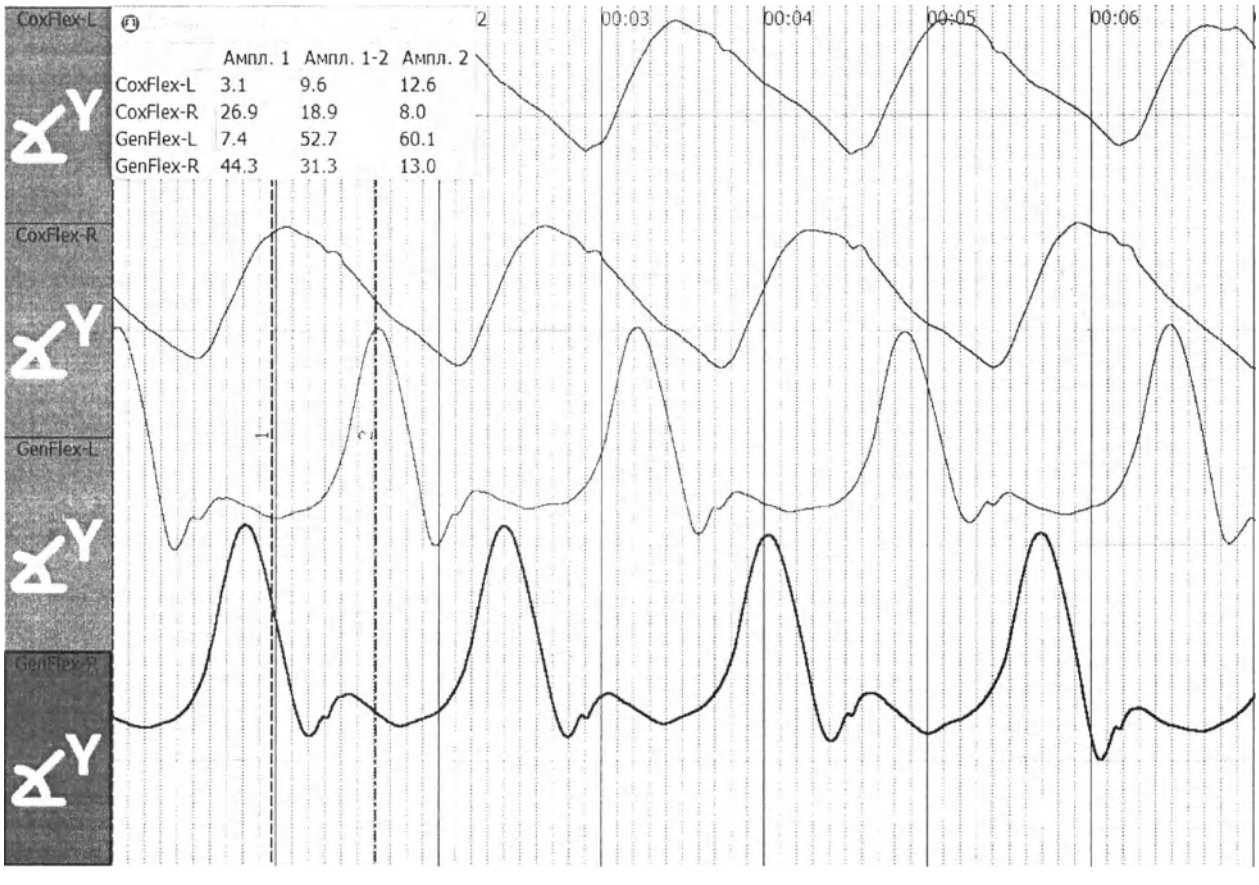

*Рис. 5.2. Окно анализа в режиме измерения*
**Для начала измерения щелкните левой кнопкой мыши в начальной точке измерения и, удерживая левую кнопку, переместите маркер в конечную точку и отпустите кнопку мыши. Появится таблица с измеренными значениями по каждому каналу (см. Рис. 5.2), содержащая абсолютные значения сигналов в точках измерения и разницу значений между измерительными маркерами. В заголовке таблицы отображается временной интервал между измерительными маркерами. Содержимое таблицы можно скопировать в буфер обмена, выделив нужные строки и столбцы, и выбрав в контекстном меню «Копировать».**